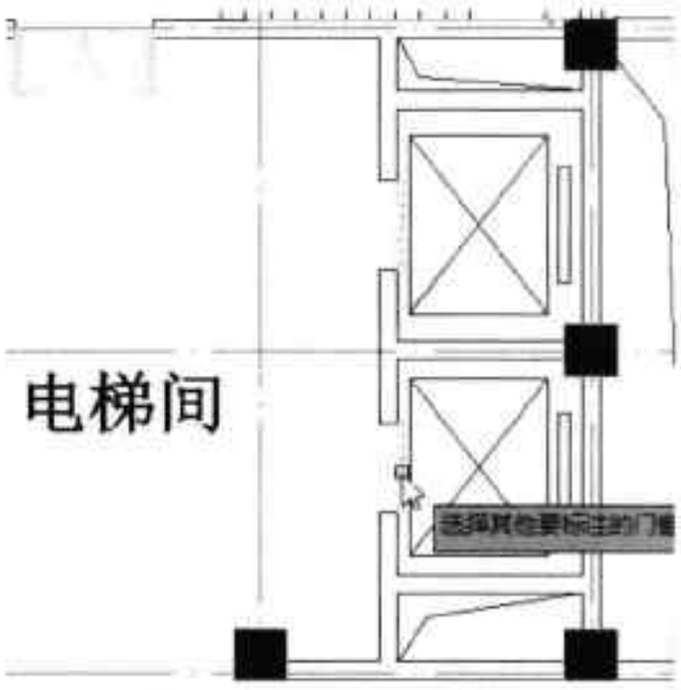

图17-121 选择电梯门
Step24 根据命令行的提示，选中两扇电梯门，如图 17-121 所示。